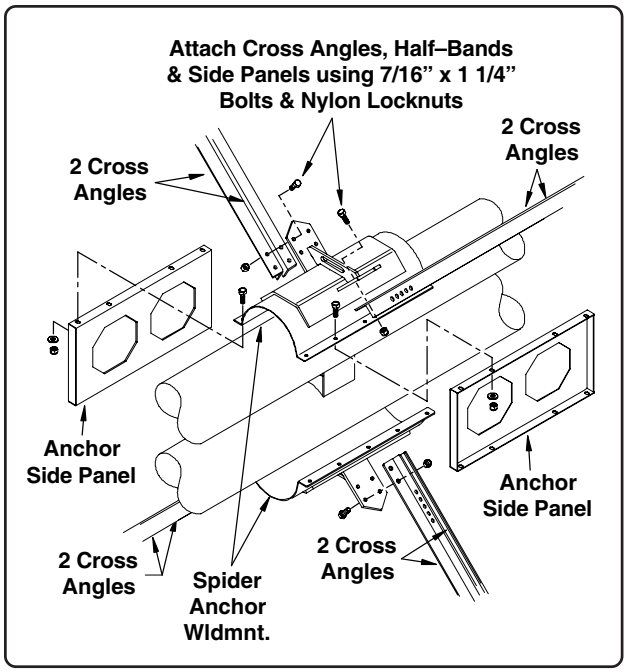

Fig.4
10. Attach two (2) cross angles to each of the ears on the spider half-bands as shown in Fig. 4. Loosely secure the cross angles using 7/16" x 1 1/4" bolts and nylon locknuts.